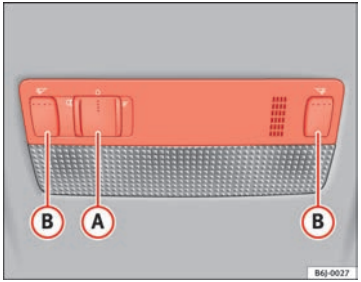

Fig. 64 Front reading light
Press the corresponding button (B) ⇒ Fig. 64 to switch on the reading light.